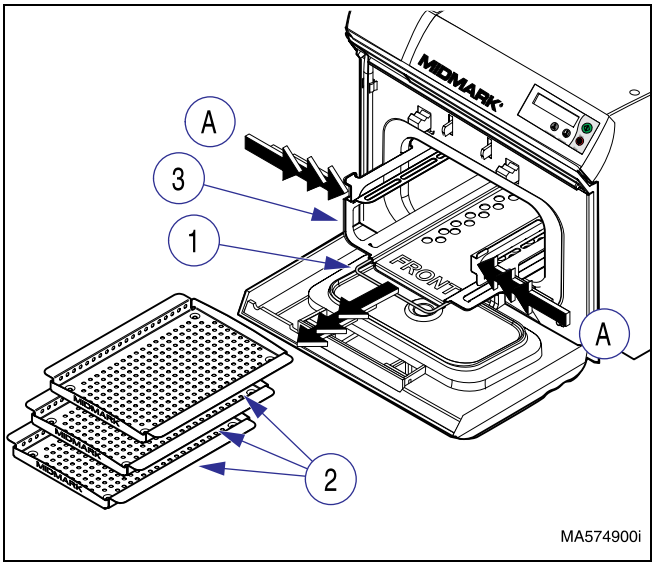

Figure 4-5. Tray Rack and Trays.
(1) Open sterilizer door.
(2) Pull bail (1, Figure 4-5) forward to eject trays (2).
(3) Remove tray(s) (2) from tray rack (3).
(4) While pressing in on both sides (A) of tray rack (3), lift up on tray rack and pull bail (1) and rack (3) from chamber.
Make sure tray rack (3, Figure 4-5) is not installed backwards. Failure to do so may cause water level sensor to be grounded to chamber, preventing chamber from filling during cycle. This would allow heating element to overheat and become damaged.
(1) Position the bail (1, Figure 4-5) under the tray rack (3). Make sure the front of the rack is positioned toward front of chamber.
(2) Holding tray rack (3) and bail (1) press in on both sides (A) of tray rack (3), slide tray rack into chamber, making sure tray rack is pushed in as far as it will go.